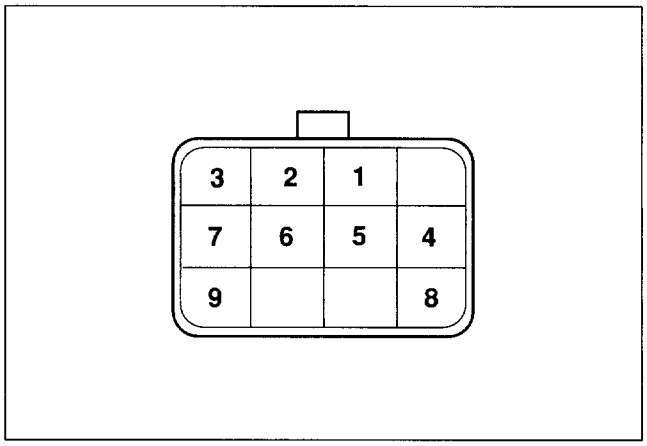

Figure 10. Inhibitor Switch Connector
5. Use a ohmmeter to check the inhibitor switch continuity between the following terminals (figure 10).